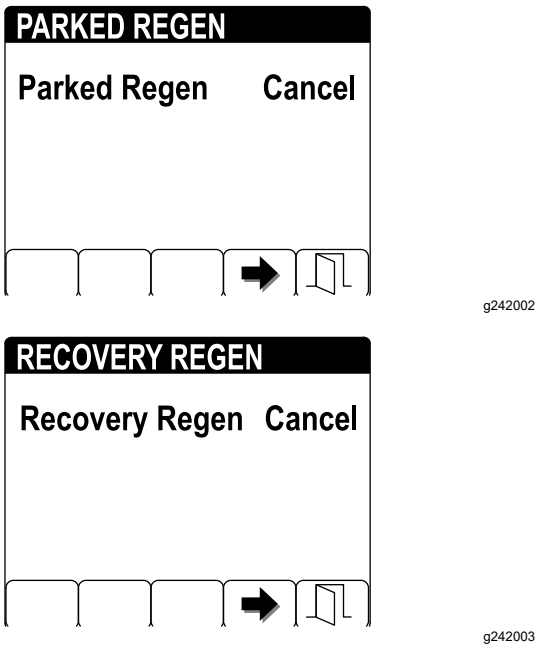

Figuur 65
2. Druk op knop 4 om een Parked Regen of Recovery Regen te annuleren (Figuur 65).